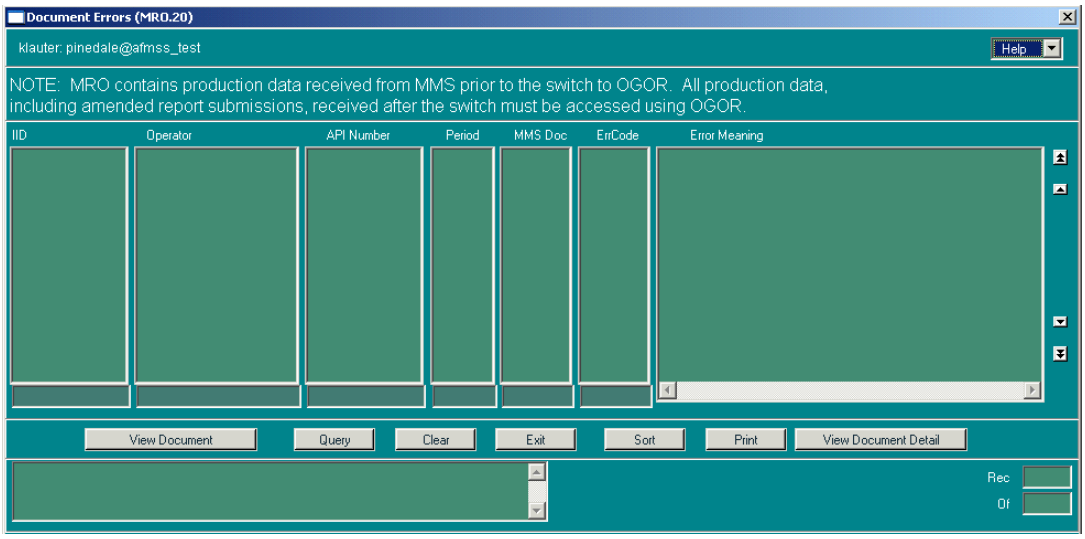

Figure 6-22: Document Errors (MRO.20) Window
1. From the *Non-Indian AFMSS Main Menu* select **MRO**. Click **MRO Errors (MRO.20)** to launch the *Document Errors (MRO.20)* window (Figure 6-22).